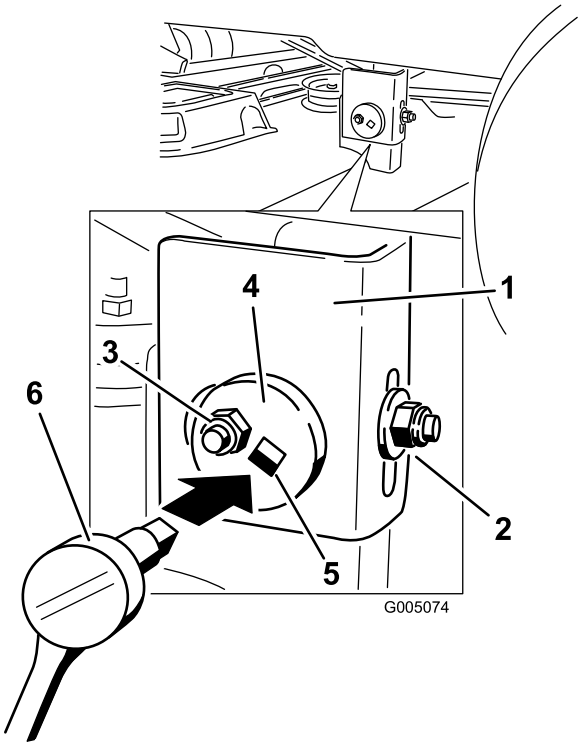

Figur 44
7. Förflytta dig till maskinens vänstra sida. Lossa, men ta inte bort, den bakre låsmuttern på hållarfästet (Figur 44).
8. Lossa sidolåsmuttern på hållarfästet bara så mycket att du kan justera den centriska plattan (Figur 44). Använd en 3/8-tums drivningsförlängning på en hylsnyckel för att manipulera den centriska plattan. Använd nyckeln för att justera klippardäcket till önskad höjd.
9. Stoppa däcket i det justerade läget och dra åt sidolåsmuttern på hållarfästet för att hålla kvar det nya läget (Figur 44). Dra åt den bakre låsmuttern på hållarfästet.